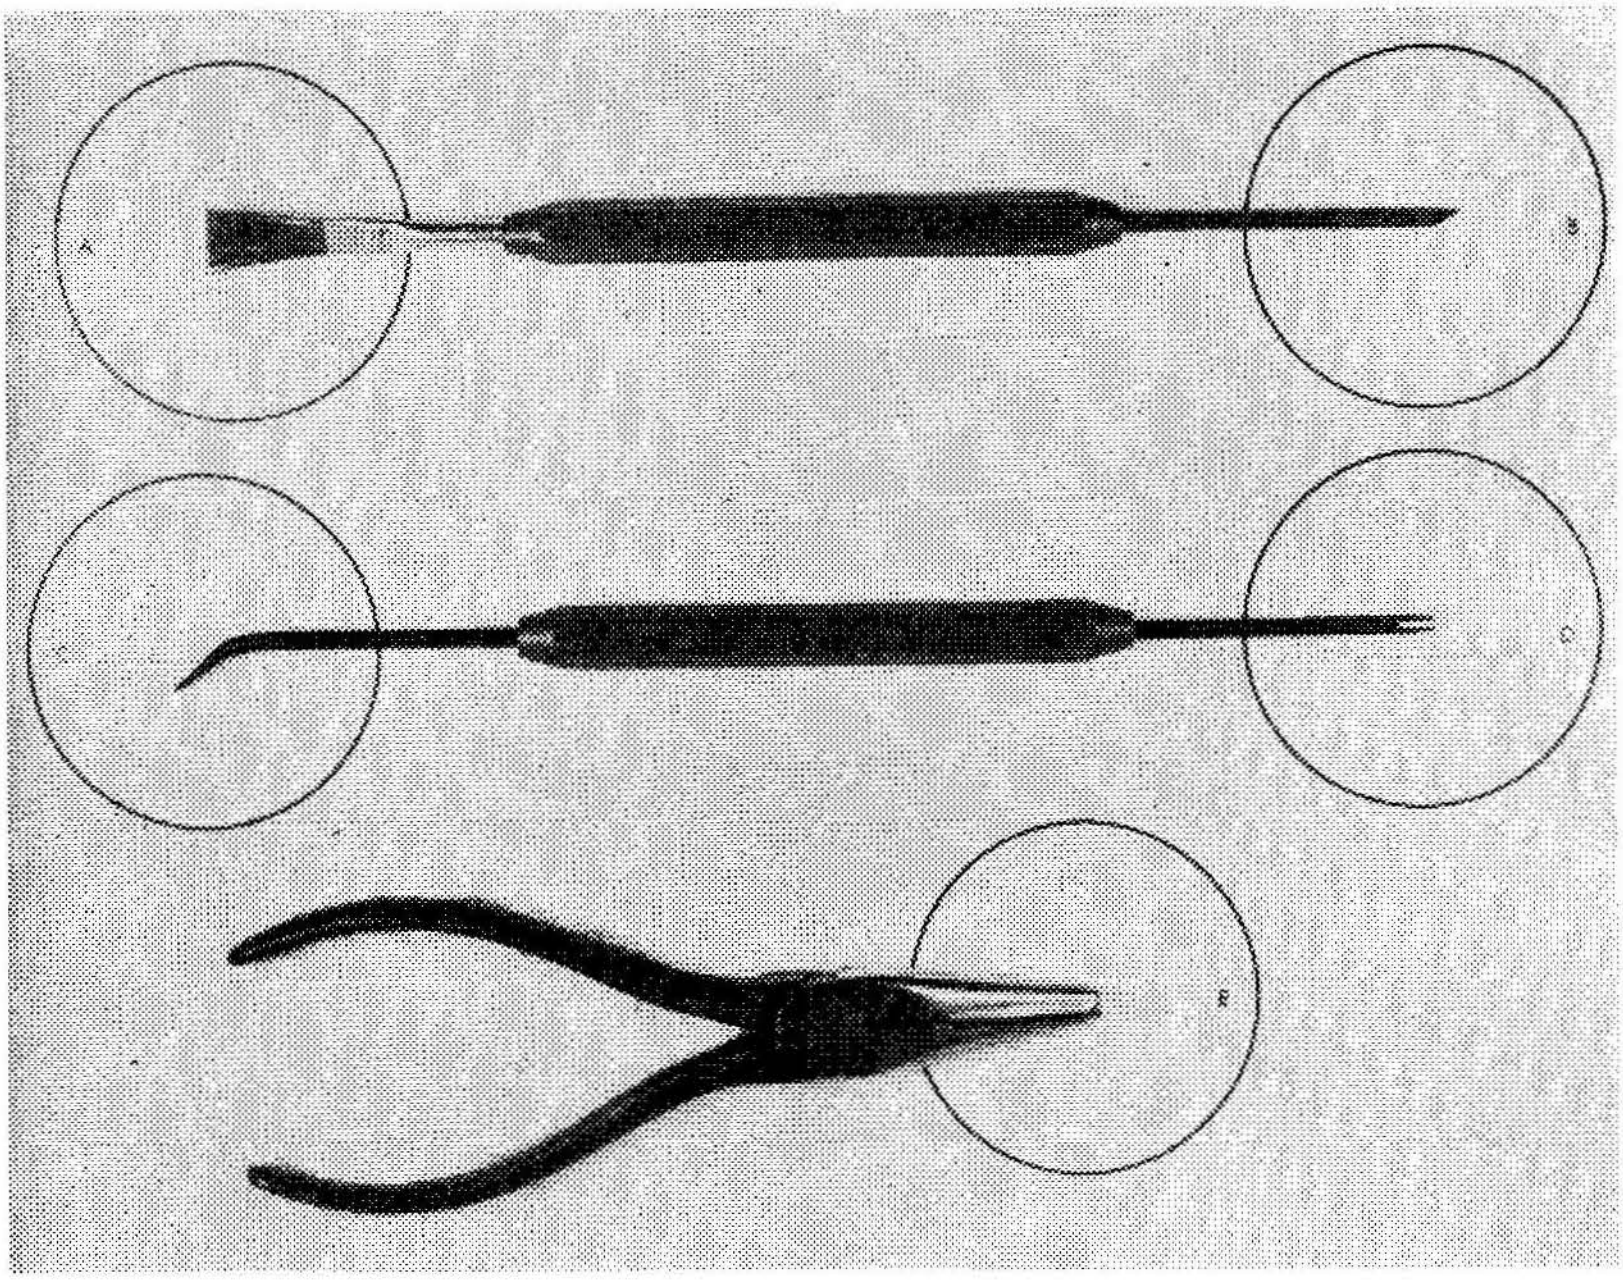
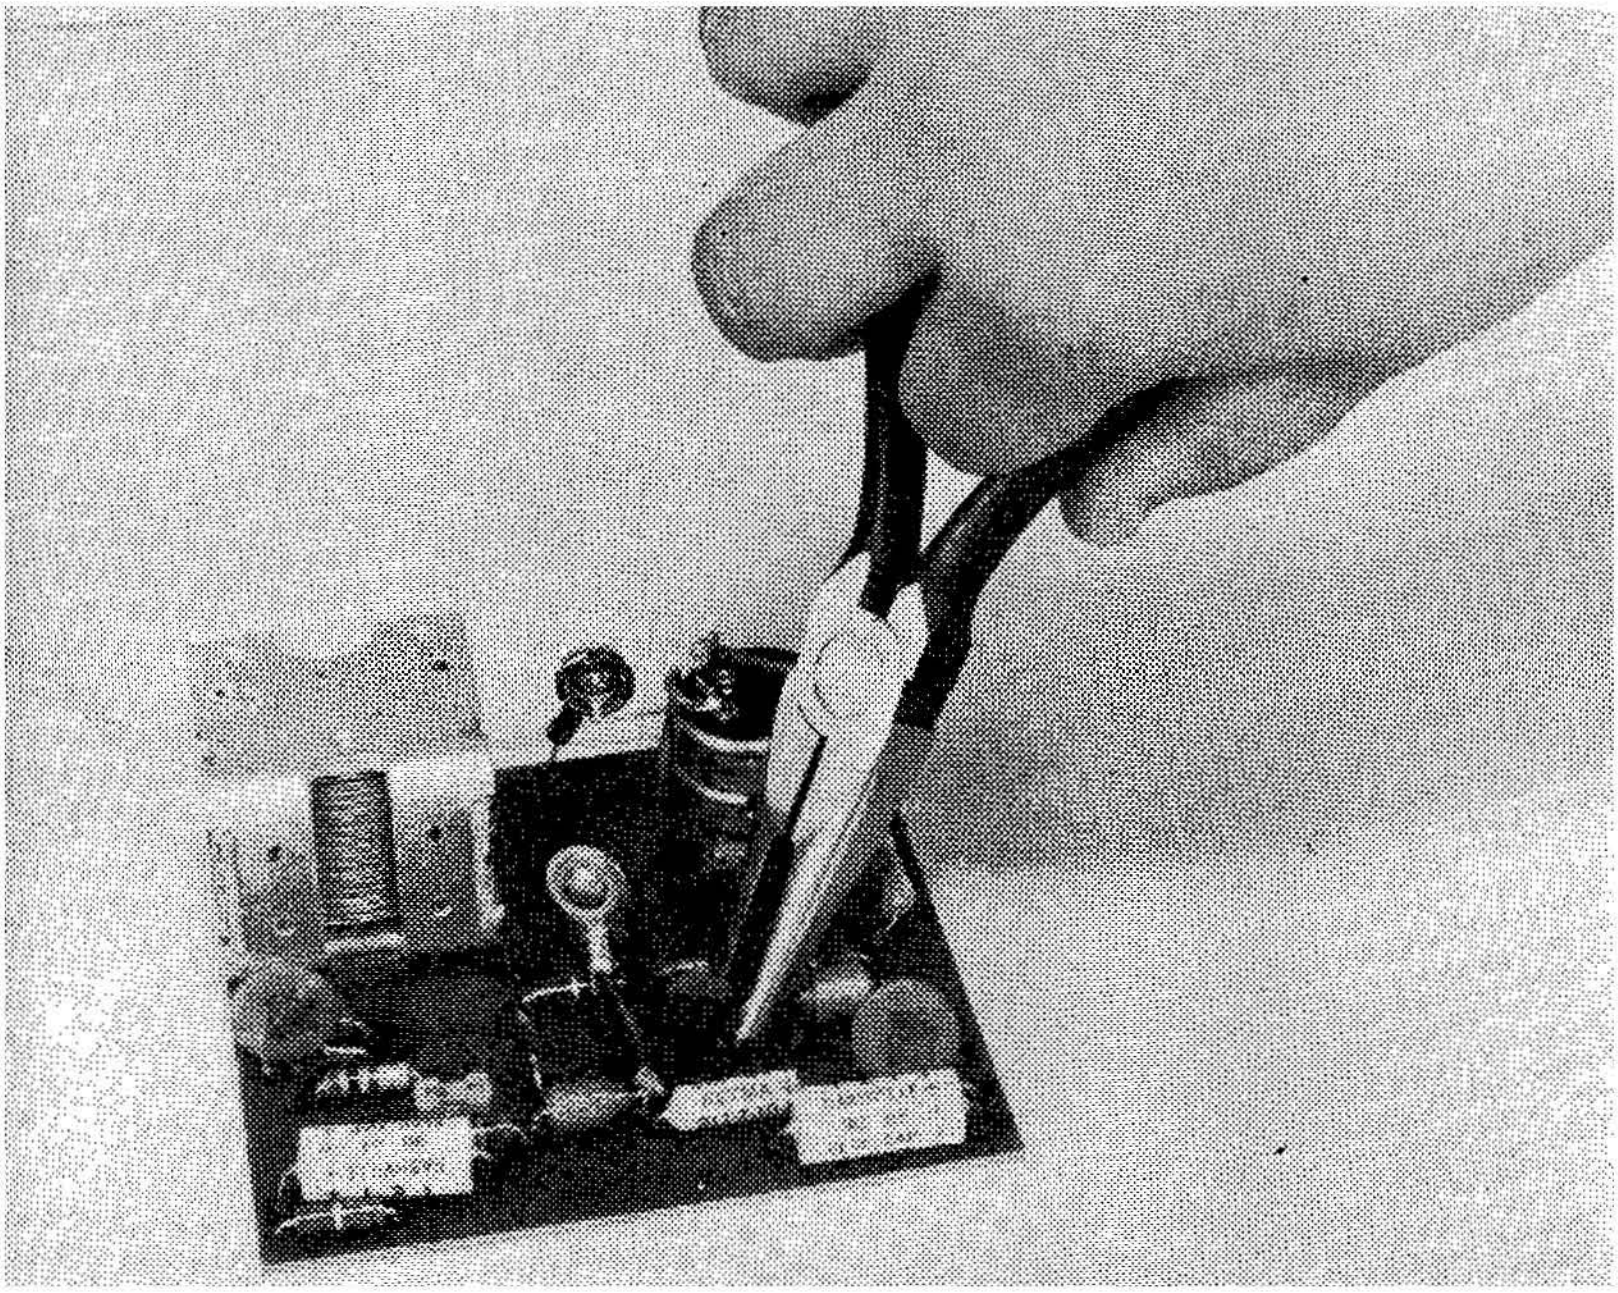

Fig. 10-14: Special tools for servicing etched-circuit boards . . . A — wire brush; B — knife edge; C — bent point; D — double point; E — end cutters.
Fig. 10-17: Using end-cutters to remove a ceramic capacitor from an etched circuit board.
repair of etched circuits, and the service technician undertaking such jobs should acquire the necessary tools as soon as the volume of his work warrants their use. Special-purpose hand tools useful for etched circuit board repair are shown in Fig. 10-14; these are used in conjunction with "standard" hand tools such as long-nose pliers, diagonal cutters, and so on. In addition to a small-tip soldering iron (or gun), cup-shaped and bar-shaped soldering tips may be needed for simultaneously heating several connection points at a time; often, these are available in special kits, as illustrated in Fig. 10-15. The soldering tool, of course, should be kept clean and well-tinned.
using diagonal cutters, with care taken to "save" as much of the component leads as is practicable. The replacement component, then, is attached to the short leads left by the defective part and soldered in place; this method avoids the need for soldering to the circuit board itself. In a few instances, it may be difficult to reach component leads using standard diagonal cutters; here, end cutters similar to those shown in Fig. 10-14 (E) may be employed . . . proper technique is illustrated in Fig. 10-17.